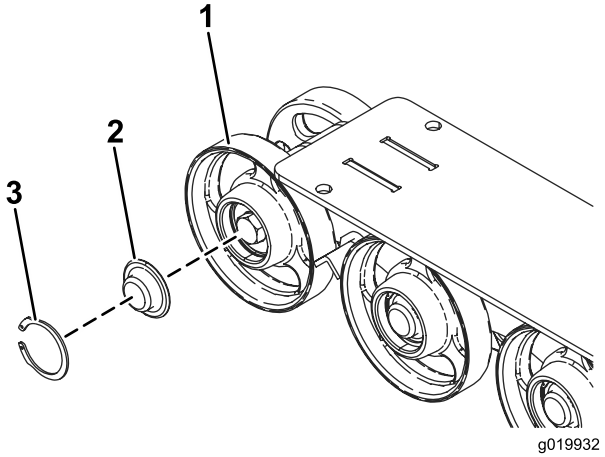

**Figur 51**
3. Ta bort låsringen och hatten från väghjulet (Figur 51).
4. Kontrollera smörjningen under hatten och runt packningen (Figur 51). Om den är smutsig, sandig eller förbrukad gör du rent så att allt fett försvinner, byter packningen och smörjer igen.
6. Sätt den infettade väghjulshatten över skruvhuvudet (Figur 51).
7. Fäst väghjulshatten med låsringen (Figur 51).